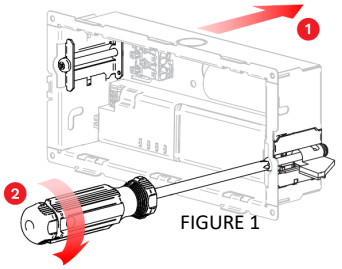
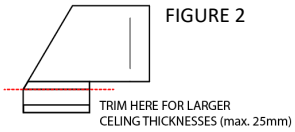

FIGURE 1
FIGURE 2
- Ensuring the side paddles are lying flat against the box, insert the metal box into the cutout, then, secure the box using the 2 screws on either side of the box to clamp the paddles onto the mounting surface (see Figure 1). For surfaces larger than 18mm, trim the paddle as show in Figure 2 (max. ceiling thickness is 25mm)